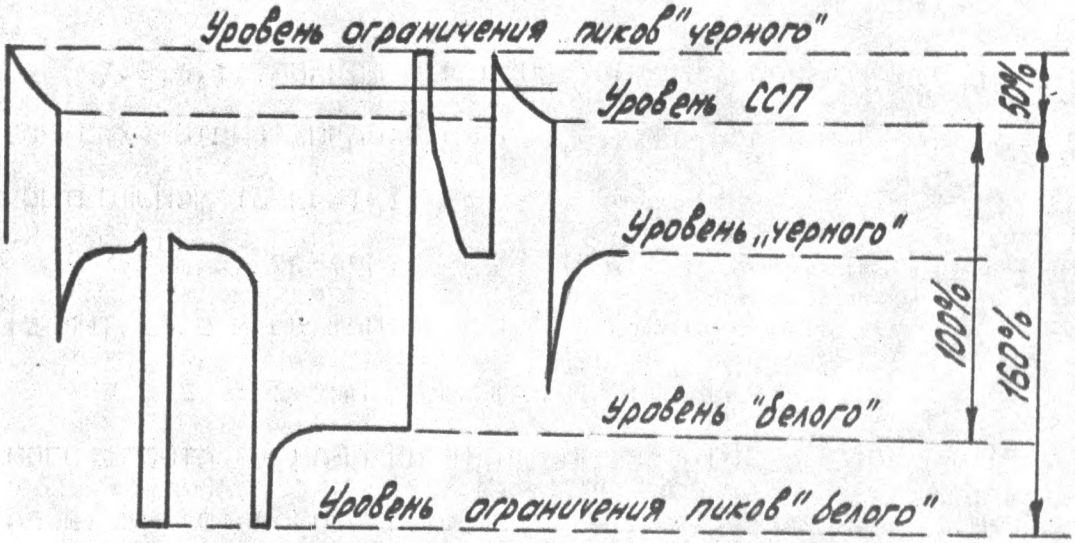

РИС.7.9.
7.3.3.3. ПОДКЛЮЧИТЕ ОСЦИЛЛОГРАФ С9-1 К КОНТРОЛЬНОЙ ТОЧКЕ 1Х3 БВЗ А3 И УСТАНОВИТЕ РЕЗИСТОРОМ А3-1R18 УРОВЕНЬ ОГРАНИЧЕНИЯ ПИКОВ "ЧЕРНОГО" (160+10;-5)% И РЕЗИСТОРОМ А3-1R19 ПИКОВ "БЕЛОГО" (50-10)% ОТ ПОЛНОГО РАЗМАХА ВИДЕОСИГНАЛА,КАК ПОКАЗАНО НА РИС.7.9